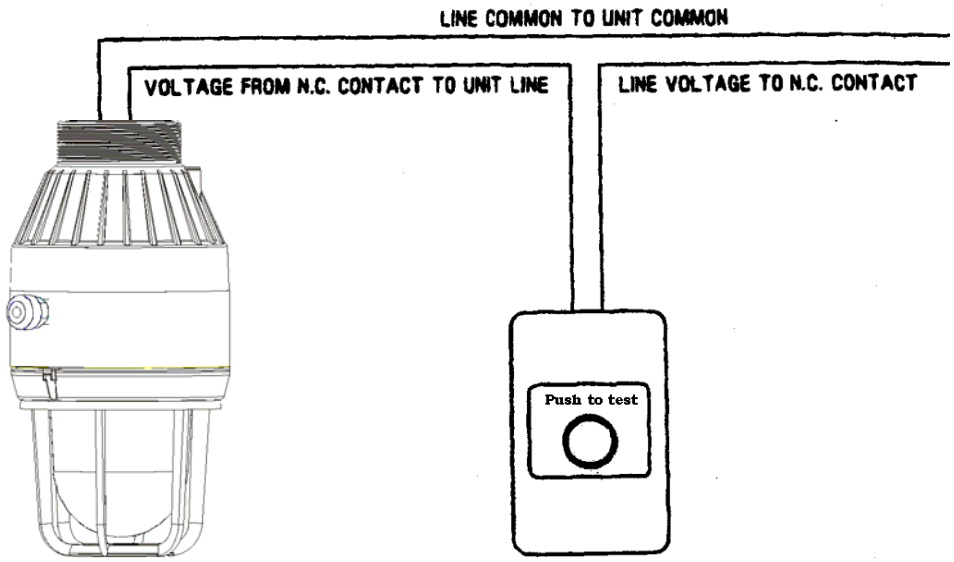

FIG.1
2. Install unit's pushbutton test station (purchased separately) per instructions supplied with the station. Station must be wired to fixture mount to provide a method of disconnection the supply source from the unit. An example of how this can be completed is shown in Fig.1 for typical installation.
4. The fixture comes wired for 120V thru 277V operation from the factory. Lamp provided with fixture is to be installed in a non-hazardous environment as follows: (A) Unscrew and remove the globe support assembly (B) from the unit tank (C). Install lamp. Re-attach globe assembly (B) to unit tank (C). Attach fixture to the installed mount. If 277V application is desired refer to step 5.